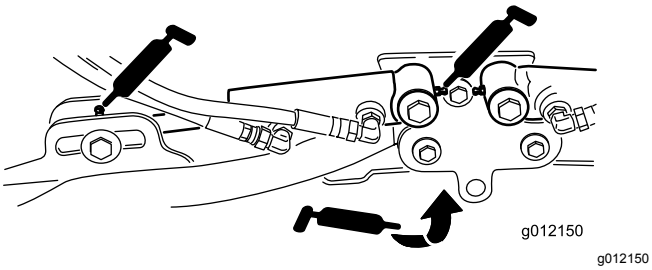

Figur 73
- Klippeenhedens løftearmscylindere (2 hver) (Figur 73)
- Løftearmenes drejetapper (1 hver) (Figur 73)